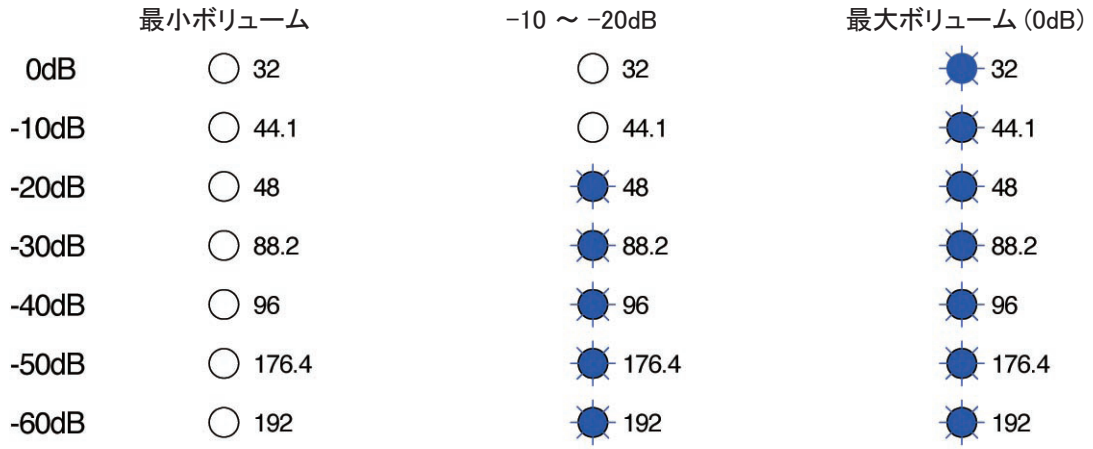

図 4：ボリュームインジケーターの表示
- 本機の **Vol+** ボタンを 10 秒押し続けボリュームを最大にします。これは 7 つのサンプルレート LED が 5 秒間点灯することで確認できます。(図 4 参照)
- 本機の **Vol−** ボタンを 10 秒押し続けボリュームを最小にします。これは、7 つのサンプルレート LED が数秒間消えることで確認できます。(図 4 参照)
- 音楽を演奏し、最適の音量になるまで **Vol+** を押し続けます。ボリュームが上がるに従ってサンプルレートインジケーターが以下（図4）のように点灯していきます。